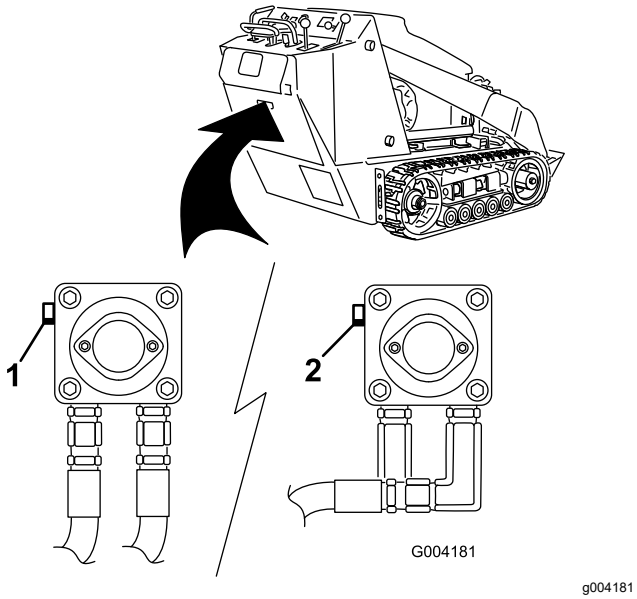

Figura 18
3. Usando una llave inglesa, gire las válvulas de remolcado de las bombas hidráulicas dos vueltas en el sentido contrario a las agujas del reloj (Figura 18).